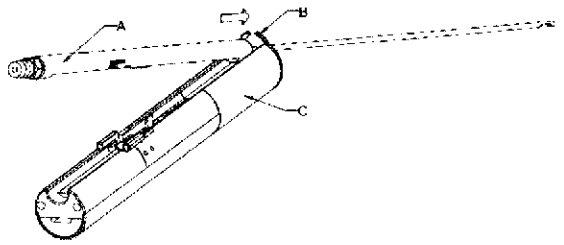

Fig. 1 Insert morcellator (A) into retaining ring (B)
1. To insert a morcellator (A), hold handpiece so that you can see retaining ring (B) as shown in Figure 1. Insert the morcellator into the handpiece until it stops on the retaining ring.